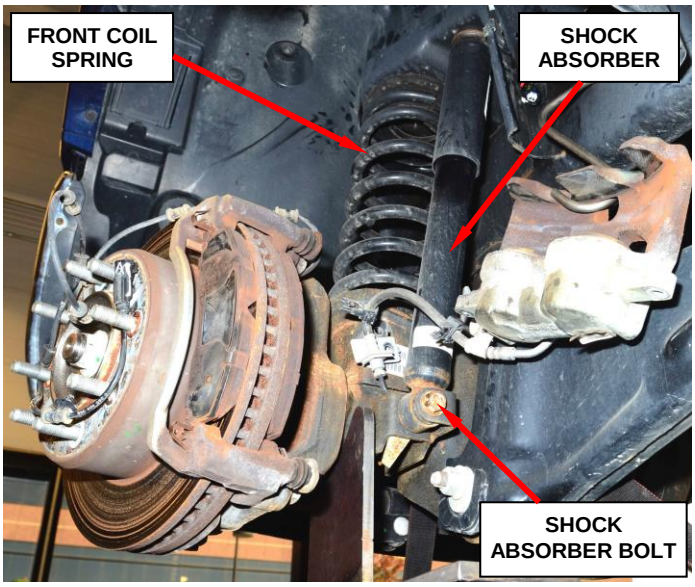

Figure 17 – Shock Absorber Bolt
5. Install the lower shock absorber bolts and tighten to 100 ft. lbs. (136 N·m) (Figure 17).